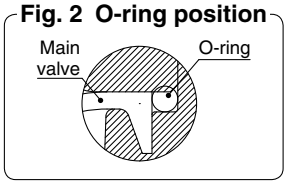

**Fig. 1 Valve position**
**Assemble the valve referring to Fig. 1.**